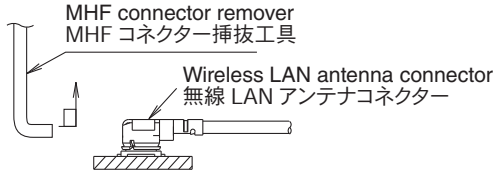

Fig. 5
- To remove the wireless LAN antenna connector, use the special MHF connector remover. Hook the tip of this tool on the cover of the wireless LAN antenna connector and pull it straight in the direction of the engaging axis of the wireless LAN antenna connector. (Fig. 5)
- 無線 LAN アンテナコネクターを引き抜く場合は、専用の MHF コネクター挿抜工具の先端部を無線 LAN アンテナコネクターふた部に引っかけ、無線 LAN アンテナコネクターの嵌合軸に合わせ垂直に引き抜いてください。(Fig. 5)